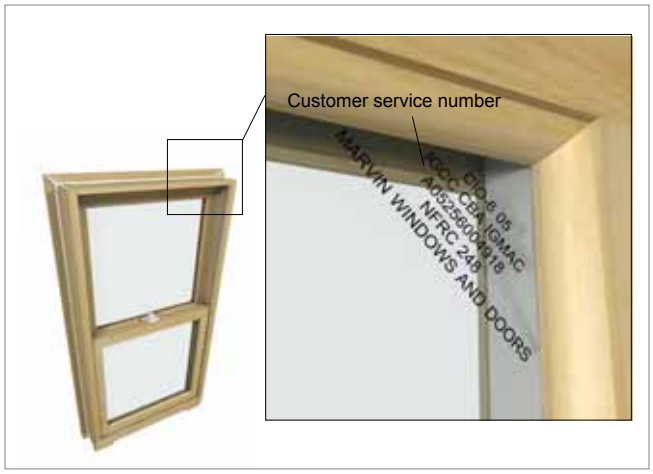

Figure 4 Etching on glass contains customer service number.
1. Remove the protective packaging from the unit and dispose/recycle properly. Inspect unit for any hidden damage and report immediately to your Marvin representative. Provide the customer service number etched on one of the top corners of the glass. See figure 4.